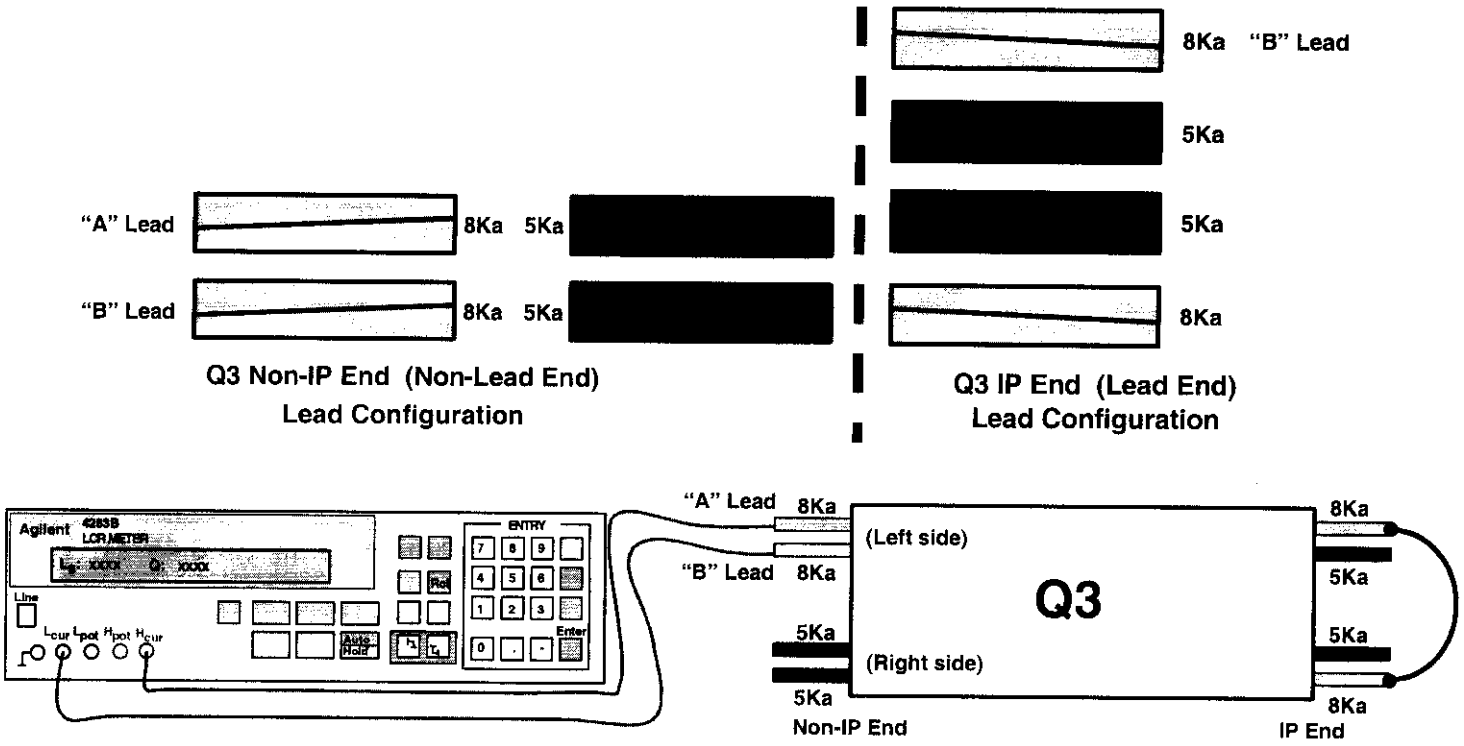

Figure 6.2-B
6. Connect H_{cur} to "A" power lead as shown in figure 6.2-B
7. Connect L_{cur} to "B" power lead as shown in figure 6.2-B.